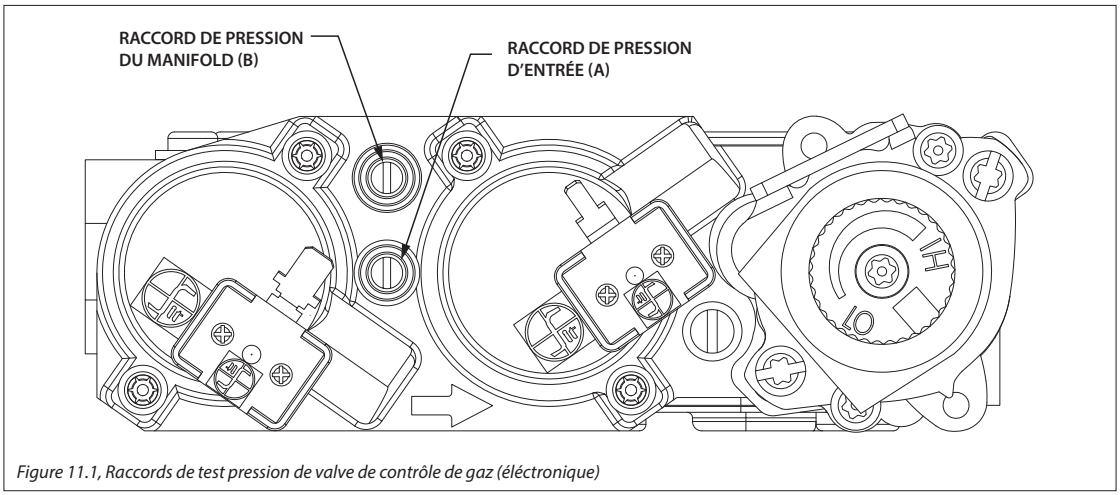

Figure 11.1, Raccords de test pression de valve de contrôle de gaz (éléctronique)
1. Desserrer la vis du raccord de test de pression d'entrée («IN») en sens antihoraire. Voir (A) à la Figure 11.1.
2. Desserrez la vis du raccord de test de pression du manifold («OUT») en sens antihoraire. Voir (B) à la Figure 11.1.